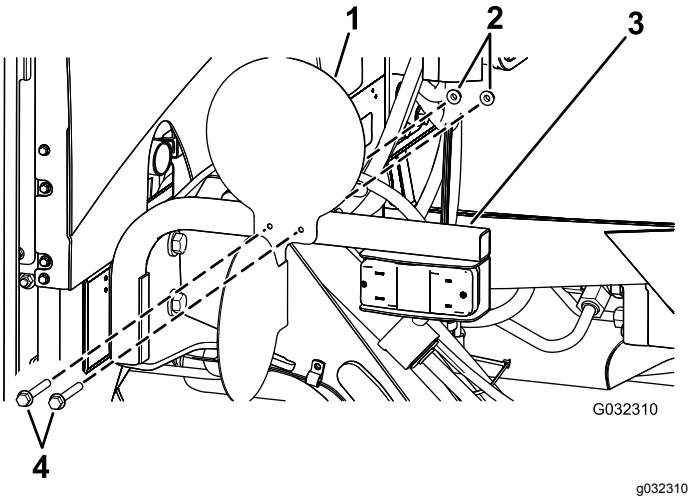

図 35
2. プレートをブラケットに固定する六角ヘッドボルト¼" x 2½"4本、ロックナット¼"4個を使用して図35のように取り付ける。